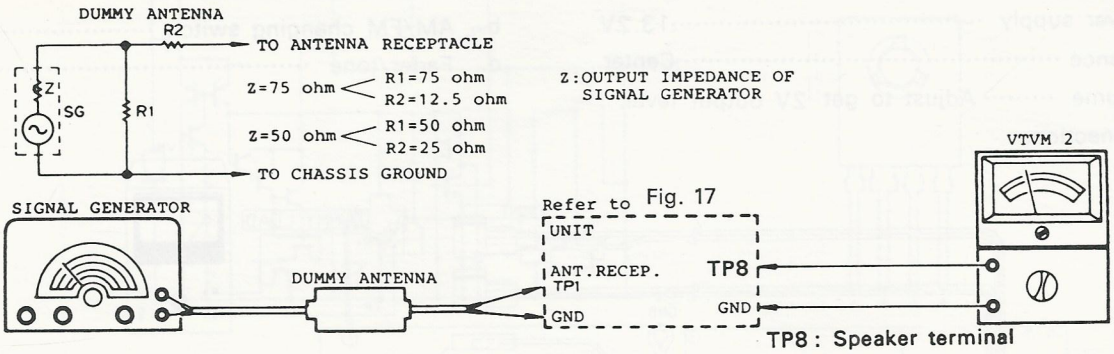

Fig. 20
(1) Connections Refer to Fig. 20
(2) Alignment